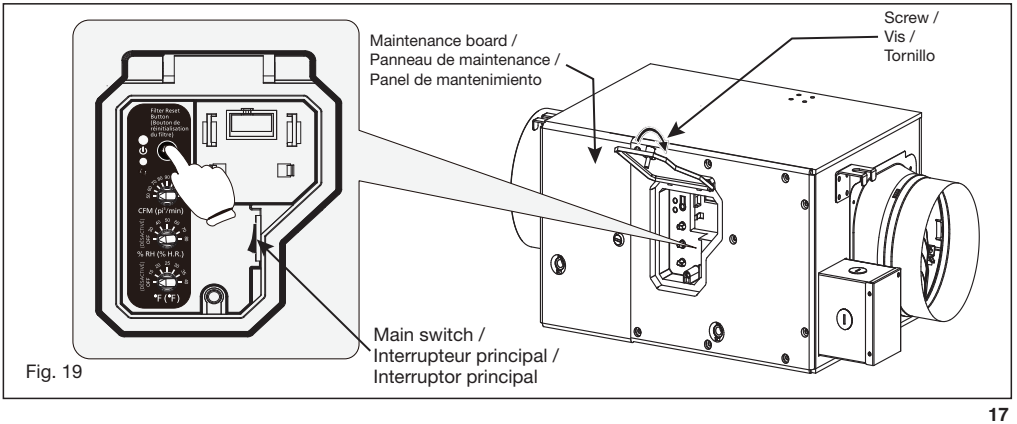

Fig. 19
7. Turn on the main switch and press the Filter Reset button. The Filter Indicator light and the buzzing sound will turn off. Close the control box cover and turn the hand screw clockwise (Fig. 19).
7. Rétablissez l’alimentation principale, appuyez sur le bouton de réinitialisation du filtre. Le voyant du filtre et le signal sonore seront désactivés. Vissez à la main le couvercle du boîtier de commande (Fig. 19).
7. Encienda el interruptor principal y presione el botón de reinicio de filtro. La luz del indicador de filtro y el sonido de la alarma se apagarán. Cierre la cubierta de la caja de control y gire el tornillo manual en el sentido de las manecillas del reloj (Fig. 19).